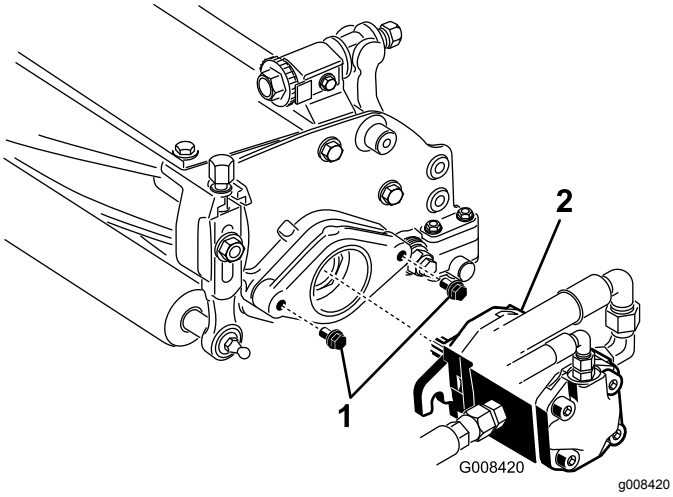

Figur 11
7. Kontroller, at ca. 13 mm af gevindet er blotlagt på hver monteringsbolt på knivcylinderens drivmotor (Figur 11).
8. Indfedt motorens notaksel med rent fedt, og monter motoren ved at dreje motoren med uret, så motorflangerne går fri af tapskruerne. Drej motoren mod uret, indtil flangerne indeslutter tapskruerne (Figur 11).
9. Tilspænd monteringsboltene (Figur 11).